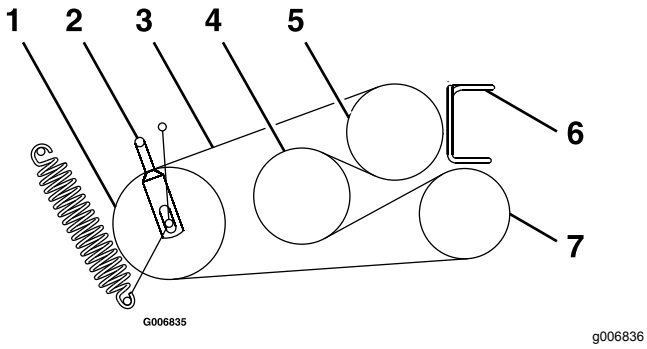

Figuur 59
6. Maak de riemgeleiders los: **A** en **B** (Figuur 59).
8. Plaats de nieuwe riemen op de poelies zoals in Figuur 59.